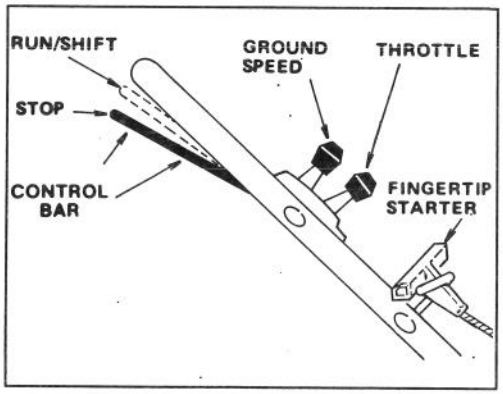

Figure 9
1. CONTROLS—Throttle, ground speed control, control bar, and fingertip starter are on upper handle (Fig. 9).
3. STARTING—Move ground speed control to "N" and throttle to FAST. Lift control bar to RUN/DRIVE position and hold. Pull fingertip start out until positive engagement results (Fig. 9); then pull vigorously to start the engine. Regulate throttle as desired when engine starts (Fig. 9). If engine does not start after 2 or 3 pulls, wait 10 seconds for carburetor prime well to refill with gasoline.
4. TRACTION OPERATION—Move control bar to RUN/SHIFT position (Fig. 9). Move ground speed control to desired speed and squeeze control bar against handle to drive. Ground speed varies, depending on space between control bar and handle (Fig. 9).